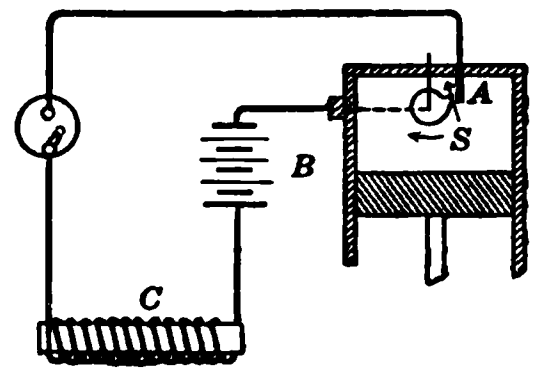

Fig. 404. Make-and-break spark coil used for gas-engine ignition.
360. Applications of self-induction. The principle of self-induction is made use of in **make-and-break ignition.** A *single* coil is used, consisting of many turns of wire wound on a soft-iron core. When such a coil is employed to furnish a spark in the cylinder of a gas engine, the circuit is as shown in figure 404. The terminals are two points inside the cylinder of the engine, one stationary (A) and the other moving (S). When A and S separate, the self-induction of the coil causes enough induced e.m.f. to make a spark jump across the gap between them.